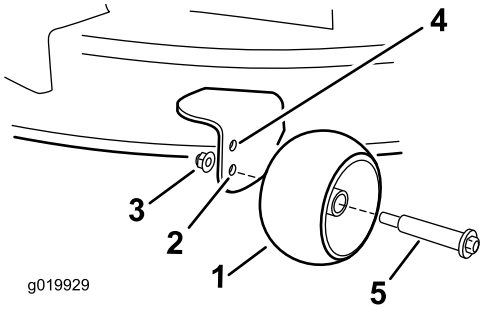

Figur 21
- Øverste hul – brug denne position med plæneklipperskjoldet i positionerne 63 mm og under klippehøjden (Figur 21).
- Nederste hul – brug denne position med plæneklipperskjoldet i positionerne 76 mm og over klippehøjden (Figur 21).